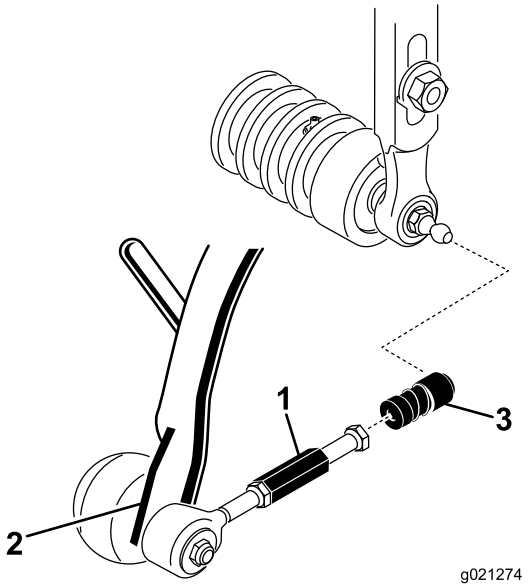

Figur 10
3. Skyd manchetten tilbage på kugleleddet, og sæt modtageren på klippeenhedens kugletapskrue (Figur 10).